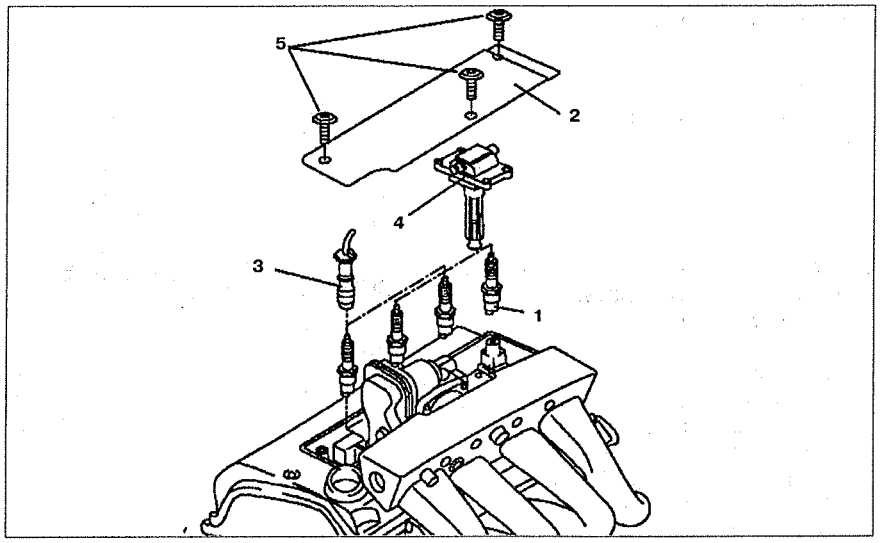

Рис. 2.124. Замена свечей зажигания:
3. Открутите свечи зажигания **1** (см.рис.2.124). Проверьте зазор между электродами. Он должен составлять **0.8 мм**.